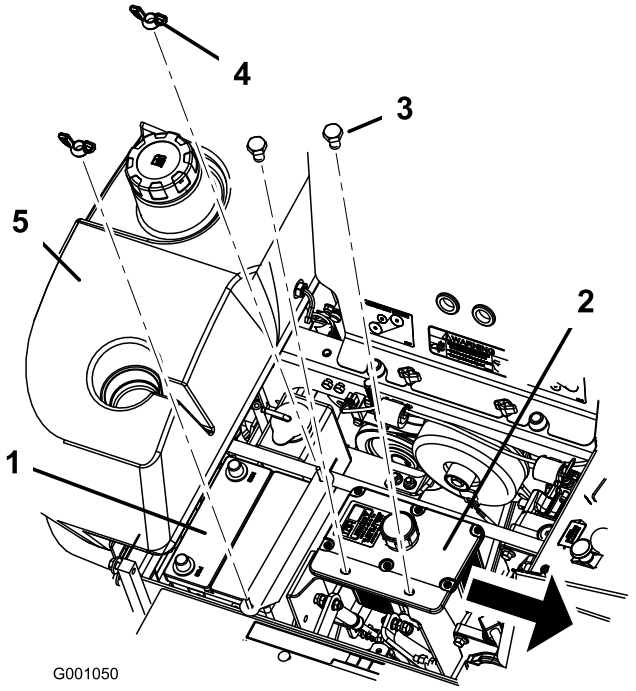

Figur 49
6. Ta bort de båda vingmuttrarna (1/4 tum) som håller fast batteriklämman (Figur 49).
7. Ta bort de två bultarna som håller fast hydraultanken i rätt läge (Figur 49).
1. Sätt i batteriet i lådan med anslutningspolerna mot hydraultanken (Figur 49).
6. Säkra batteriet med J-skruvar, en klämma, två brickor (1/4 tum) och två vingmuttrar (1/4 tum) (Figur 49).